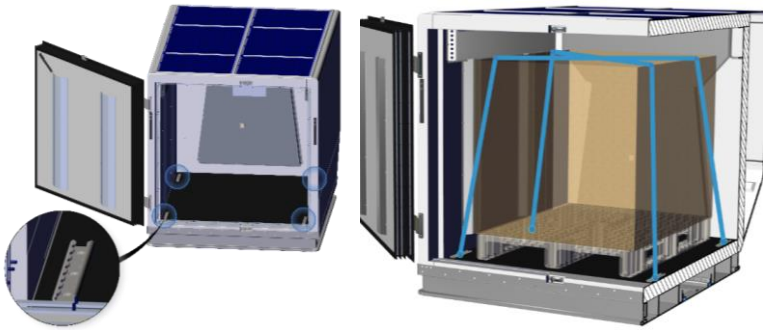

Figure 19 - Straps attachment on the tie-down tracks.
4. Secure the load to the tie-down tracks with straps (Figure 19);